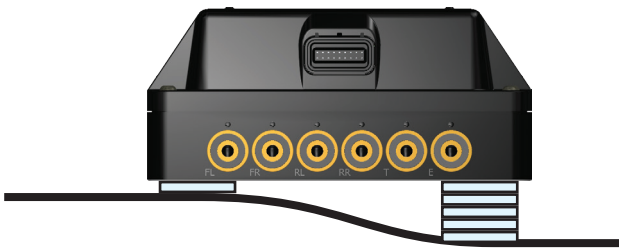

*fig. 13*
2. Fasten the manifold using the supplied hardware. If the mounting surface is not flat, add washers or a spacer to lift the manifold up over surface irregularities (fig. 13). In addition to the provided self-tapping screws, the manifold mounting holes are threaded and can be secured with 5/16-18 bolts (also supplied).